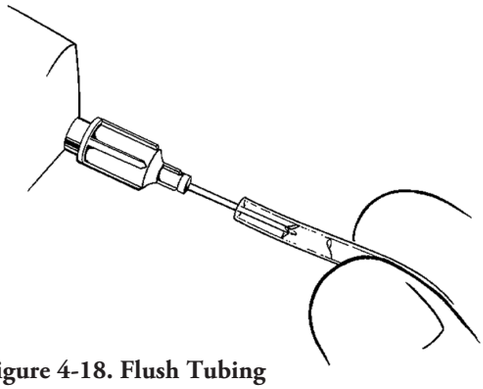

Figure 4-18. Flush Tubing
2. Flush cylinder tubing **(Figure 4-18).**